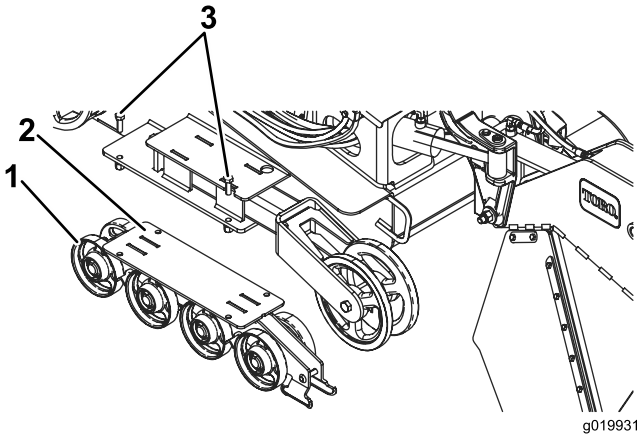

Figur 50
2. Ta bort de fyra skruvarna som fäster respektive nedre larvbandsstyrning som innehåller väghjulen, och ta bort hjulen (Figur 50).